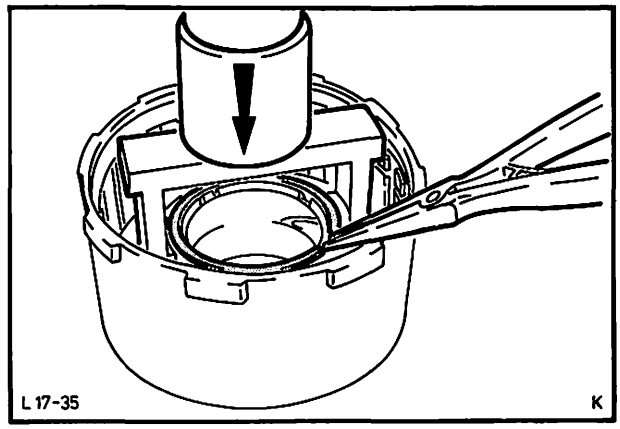

Abb. 62 Mit Werkzeug 17-007 Druckfedern zusammenpressen und Sprengring entfernen
24. Sprengring – Stützplatte entfernen, Abb. 64, und kompl. Lamellenpaket herausnehmen. Mit Werkzeug 17-007 Druckfeder zusammenpressen, Abb. 62. Sprengring entfernen, Federn vorsichtig entspannen und Druckfederteller mit Federn herausnehmen. Hydraulikkolben von Hand herausziehen ggf. mit Druckluft durch den Kanal des aufgeschobenen Ölpumpengehäuses herausdrücken. Abb. 63. Dichtringe vom Kolben abziehen.